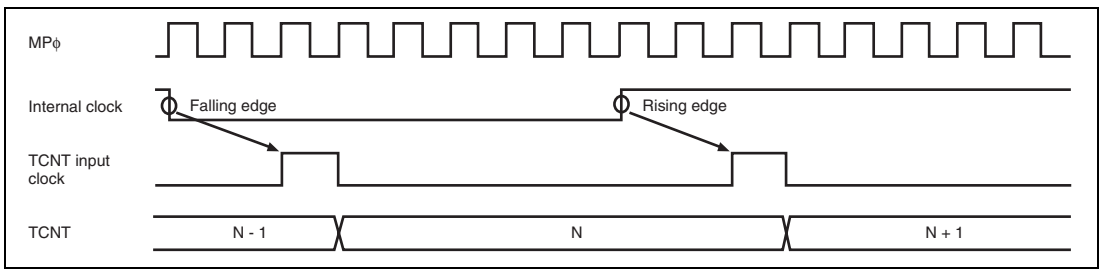
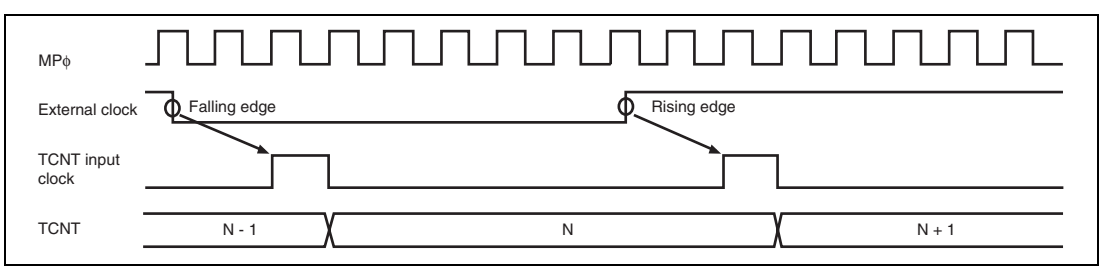
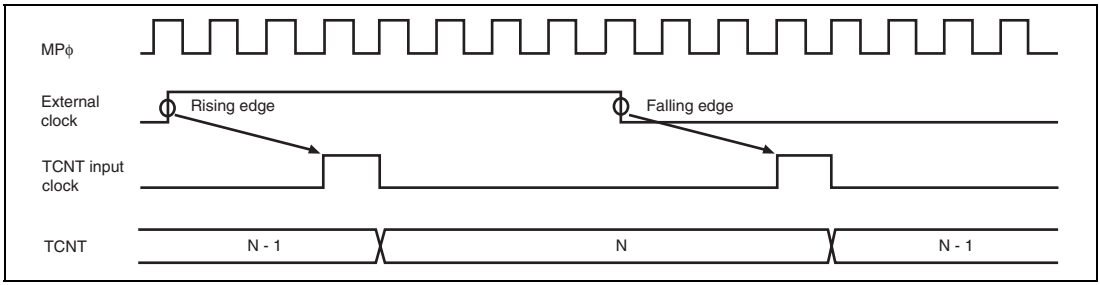

**Figure 10.93 Count Timing in Internal Clock Operation (Channels 0 to 4)**
**Figure 10.95 Count Timing in External Clock Operation (Channels 0 to 4)**
**Figure 10.96 Count Timing in External Clock Operation (Phase Counting Mode)**
**TCNT Count Timing:** Figures 10.93 and 10.94 show TCNT count timing in internal clock operation, and figure 10.95 shows TCNT count timing in external clock operation (normal mode), and figure 10.96 shows TCNT count timing in external clock operation (phase counting mode).